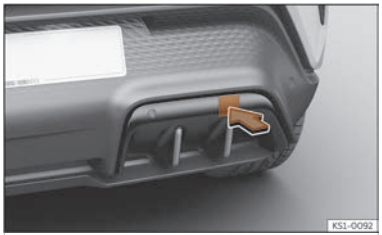

Fig. 187 Rear bumper on right: remove the lid.
The housing of the screw towing eye is on the right side of the rear bumper behind a lid ››› Fig. 187.
- Press the upper side of the lid ››› Fig. 187 to unclip it.